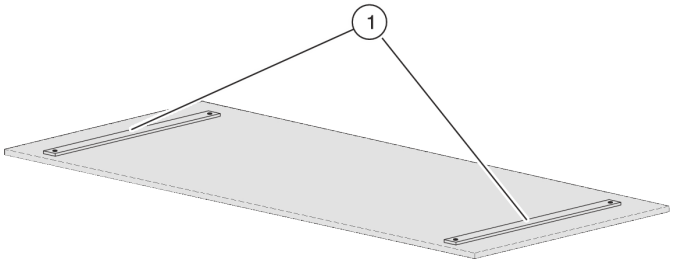

Fig. 14: Roof supports
3. ▸ Using the 4 cylinder screws, screw the roof supports (Fig. 14/1) firmly to the roof segment.